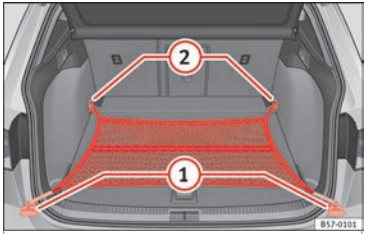

Fig. 156 In the luggage compartment: net bag hooked to the ground.
- As applicable, lift the front fastening rings ››› Fig. 156 (2).
- Secure the net hooks to the fastening rings (2) ››› ⚠. The bag zip should be facing upwards.
- Secure the net hooks to the fastening rings (1).